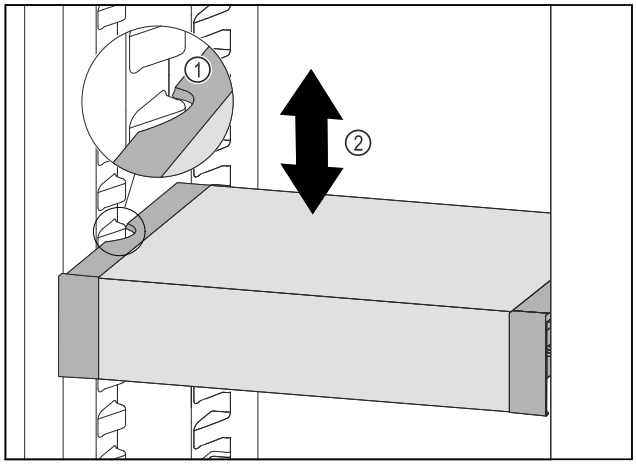

Fig. 210
▶ VarioSafe naar voren trekken tot de uitsparingen aan de zijkant van de VarioSafe zich ter hoogte van de rib in het koelgedeelte bevinden. *Fig. 210 (1)*
▶ VarioSafe in het koelgedeelte omhoog of omlaag bewegen tot de gewenste hoogte is bereikt. *Fig. 210 (2)*